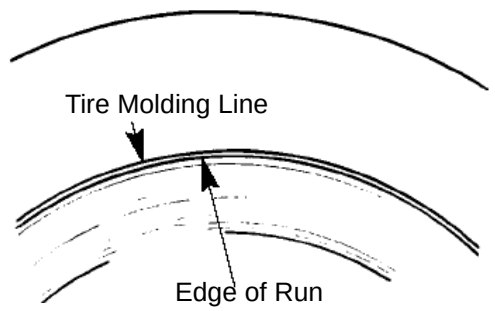

Fig. 15
1. Inspect the line molded onto the tire side walls. It must be the same distance from the rim all the way around the tire. If the distance varies it indicates that tire is not seated properly. (Fig. 15)